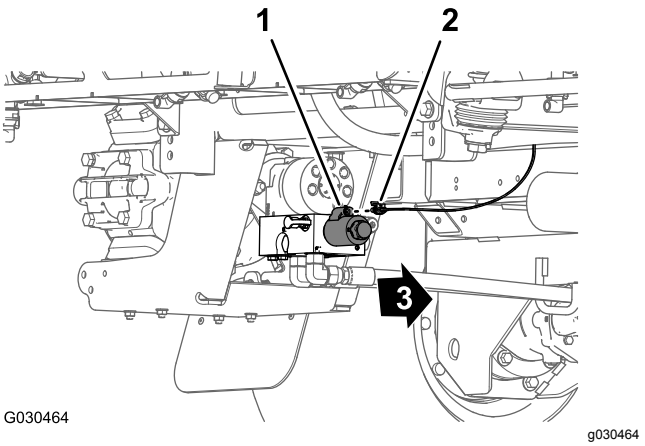

Figur 58
5. Bak på maskinen (på innsiden av sprederpumpen), kobler du kontakten med to sokler i den bakre hovedledningssatsen fra kontakten med to pinner i pumpereléet (Figur 58).